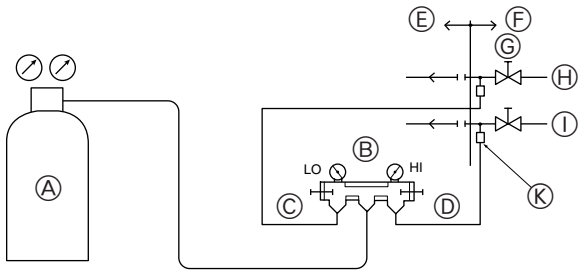

Fig. 5-13
5.8. Test auf Luftdichtigkeit und Luftabsaugung (Fig. 5-13)
① Test auf Luftdichtigkeit (Fig. 5-13)